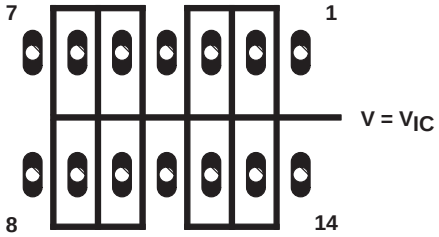

Figure 38. Isolation Metal Around Device Inputs (N or P package)
- Isolate the device from other potential leakage sources. Use a grounded shield around and between the device inputs (see Figure 38). Leakages that would otherwise flow to the inputs are shunted away.
It is good practice to include guard rings around inputs (similar to those of Figure 38 in the Parameter Measurement Information section). These guards should be driven from a low-impedance source at the same voltage level as the common-mode input (see Figure 42).